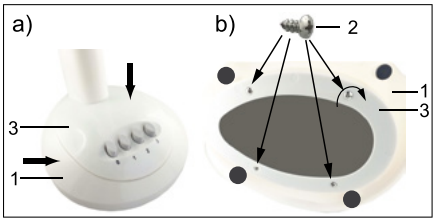

Fig.1: Montage Basis
1. Stecken Sie den Sockel (3) mit dem Motorblock und den Drucktasten zur Geschwindikeitseinstellung des Gebläses in die Basis (1), Abb. 1, a).